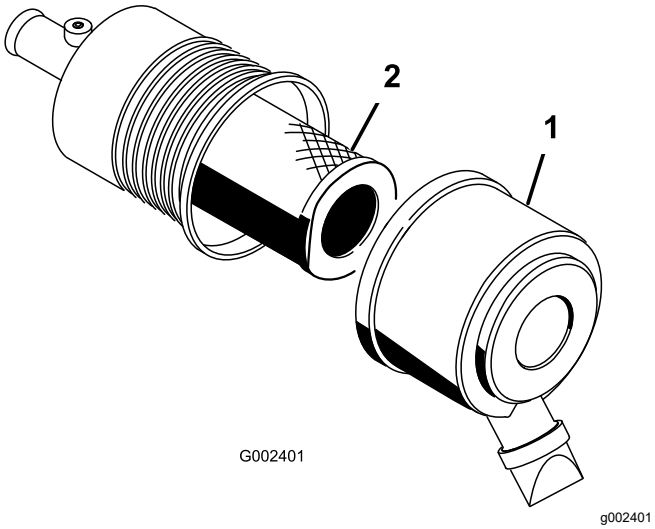

Figuur 33
1. Maak de sluitingen op het luchtfilter los en trek het luchtfilterdeksel van de luchtfilterbehuizing (Figuur 33).
3. Schuif het filter voorzichtig uit de luchtfilterbehuizing (Figuur 33).
5. Schuif het filter voorzichtig over de buis van de behuizing (Figuur 33).
6. Monteer het luchtfilterdeksel met de kant naar boven gericht en maak de sluitingen vast (Figuur 33).